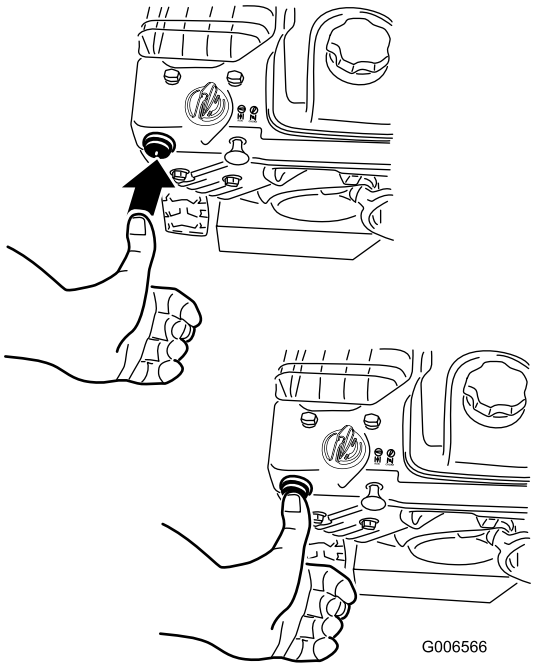

**Figur 27**
4. Snapsa genom att trycka in knappen ordentligt med tummen två gånger (vid –9 °C eller högre) eller fyra gånger (under –9 °C) och hålla in knappen en sekund vid varje tryckning innan du släpper den igen (Figur 27).